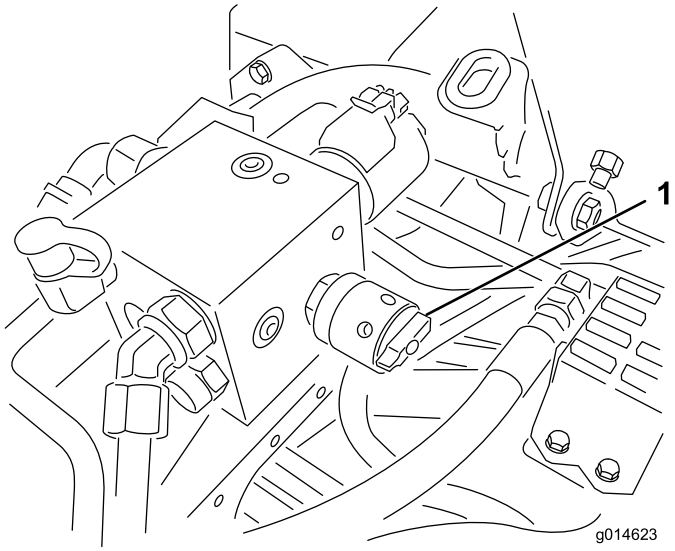

Figuur 53
6. Draai de toerentalregeling van de messenkooien naar instelling 1 (Figuur 53).